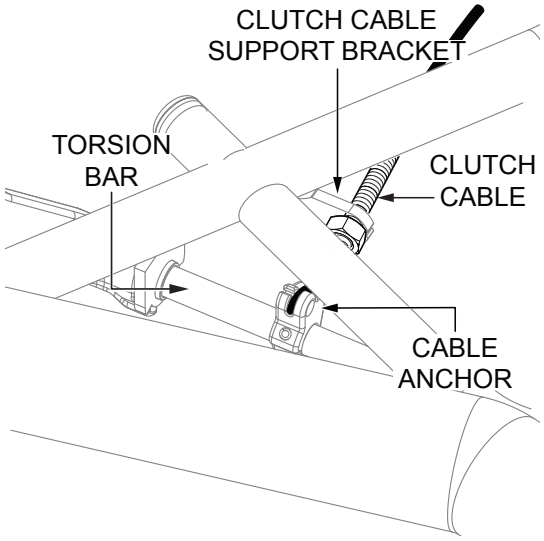

Figure 13. Clutch Cable Attachment (Torsion Bar Anchor and Support Bracket)
2. Make sure the clutch cable (Figure 13) is attached to the torsion bar cable anchor and clutch cable support bracket.